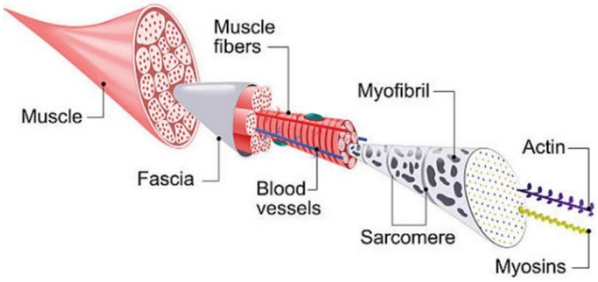

Figure 3.14: Hierarchical Structure of Skeletal Muscle Tissue
Skeletal muscle fibres (see Figure 3.14) are made up of small bundles called **myofibrils**. These myofibrils contain **sarcomeres**, which are the parts that help the muscle contract. Inside each sarcomere are two types of protein threads:
1. Look at a picture of the musculoskeletal system, like Figure 3.14. This shows how bones and muscles are connected.